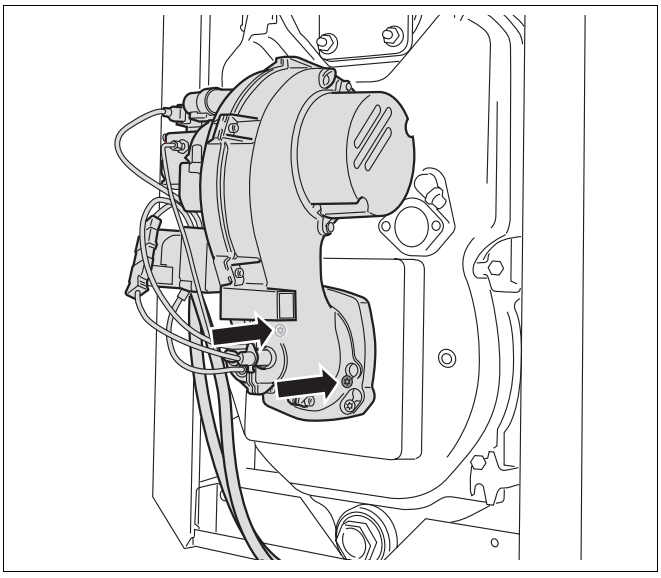
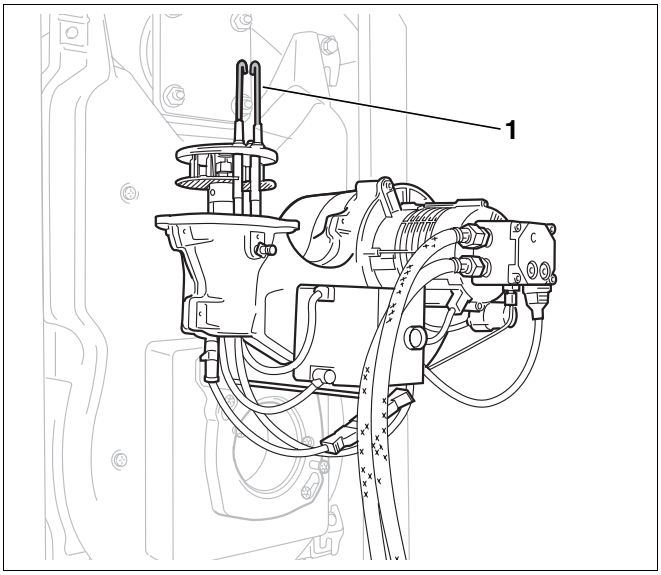

Abb. 26 Schrauben der Bajonettbefestigung lösen
Abb. 27 Brenner in Serviceposition aufstecken
- Brennerschrauben der Bajonettbefestigung (Abb. 26, Seite 28) lösen (fünf bis sechs Umdrehungen – ca. 6 – 8 mm). Brenner in Serviceposition (Abb. 27, Seite 28) aufstecken.
- Die beiden Schrauben der Bajonettbefestigung lösen (Abb. 26).
- Brenner in Serviceposition (Abb. 27) aufstecken.
Die Zündelektroden (Abb. 27, **Pos. 1**) müssen frei von Ablagerungen sein.
- Zündelektrode (Abb. 27, **Pos. 1**) ausbauen.